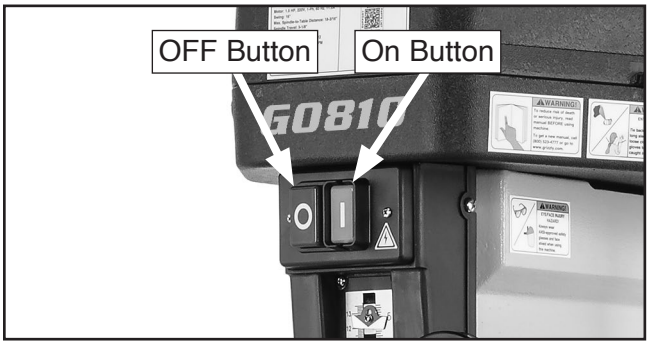

Figure 24. Power ON and OFF buttons.
2. Press green ON button (see **Figure 24**) to turn machine ***ON***. Verify motor starts up and runs smoothly without any unusual problems or noises, then press red OFF button (see **Figure 24**) to turn machine ***OFF***.